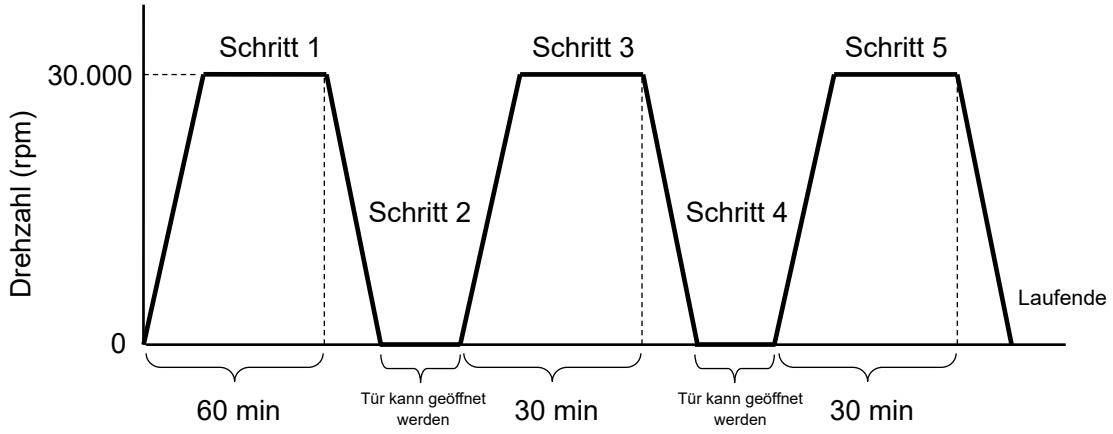

Abb. 2-3-1 (2) Beispiel für den Schrittbetrieb mit Stopps
In diesem Beispiel werden die Bedienvorgänge in Abb. 2-3-1 (2) automatisch durchgeführt.